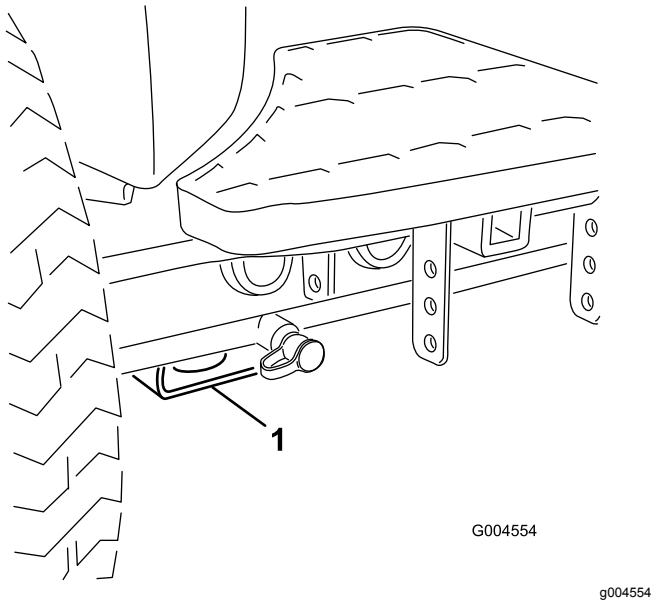

Figur 26
- **Foran på maskinen** – rektangulær plate, under akselrøret, innenfor hvert forhjul (Figur 26).